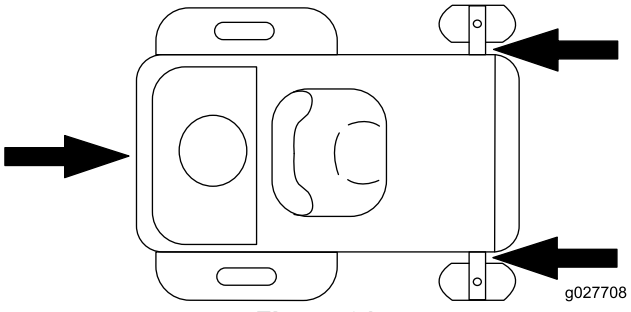

Figuur 31
5. Zet de machine vast bij de voorste zwenkwielen en de achterbumper (Figuur 31).